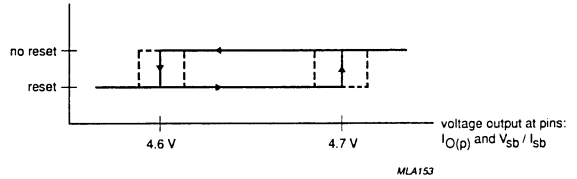

Fig.5 Typical values; threshold voltage (falling) reset/no reset timing parameters.
When either power or standby output voltage (pinning references $I_{O(p)}$, V_{sb}/I_{sb}) < 4.6 V, the watchdog output stage is triggered by a signal from the voltage sense stages and forces a static watchdog reset output pulse ($\overline{WRO}$/WRO) when both the power and standby output voltage rise above 4.7 V. The duration of the pulse width is determined by the value of external capacitor C7 (see Figs 5 and 18). To operate with external series control transistor, the watchdog function must first be switched on by the enable input (EN).